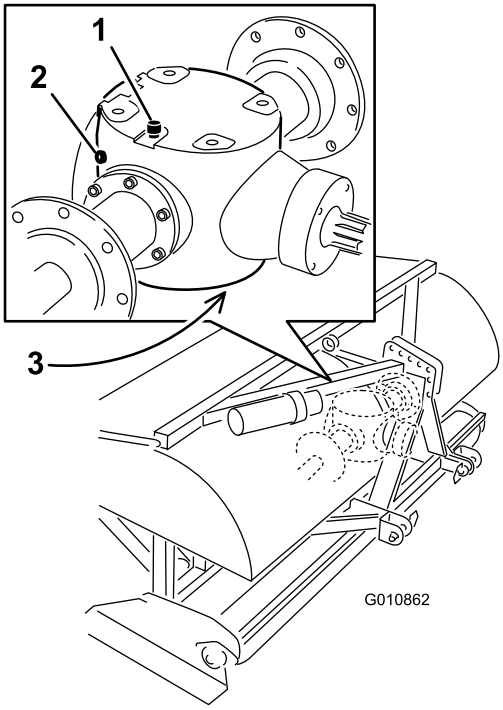

Figur 41
2. Ta kontrollpluggen ut av girkassen (Figur 41).
3. Kontroller at oljen når opp til bunnen av girkassens kontrollplugghull (Figur 41).
1. Fjern rusk fra ventilasjons-/påfyllingspluggen, og tøm pluggen for å unngå forurensing (Figur 41).